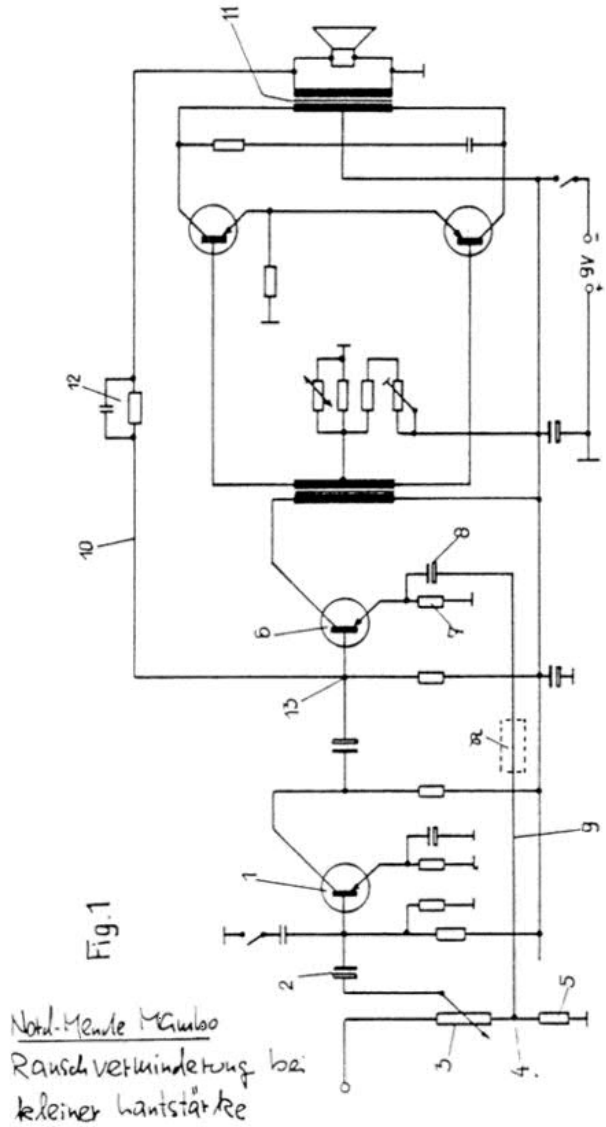

Bild 6: Ausschnitt aus der Patent- und Gebrauchsmusterschutz-Hilfsanmeldung
des Transistors einer, der ersten Verstärkerstufe folgenden Stufe, vorzugsweise der zweiten Verstärkerstufe (6), entnommen ist (siehe Schaltungsausschnitt der Patentanmeldung, Bild 6).